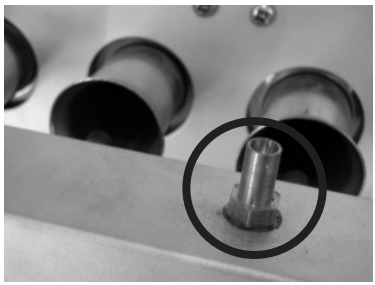

Рис. 16
3. Ослабьте винт измерительного места давления газа на выходе в горелку и присоедините манометр (U-шланг). Измерительное место размещено на консоли доски горелки (рис.16)
12. Сконтролируйте настройку давления газа (рис. 16) согласно табл. 5.
3. Сконтролируйте настройку давления газа (рис. 16) согласно табл. 5.